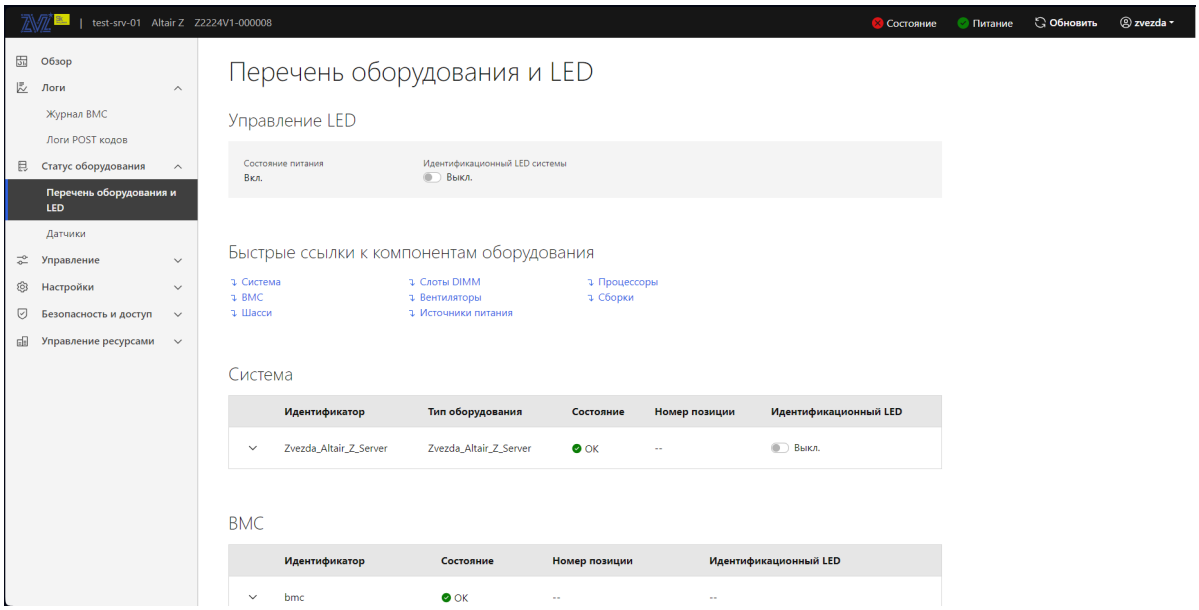

Рис. 80. Окно «Перечень оборудования и LED»
4) Пройдите во вкладку «Статус оборудования» → «Перечень оборудования и LED» в данной вкладке отображается перечень и статус оборудования. В поле «Управление LED» отображается состояние питания, переведите переключатель «Идентификационный LED системы» в активное положение для включения светодиода индикации сервера. В поле «Быстрые ссылки к компонентам оборудования» приведен список быстрых ссылок к компонентам сервера и их состоянию. В поле «Система» отображается тип оборудования и его состояние. В поле «BMC» отображается состояние BMC. Окно показано на рис. 80 Окно «Перечень оборудования и LED»